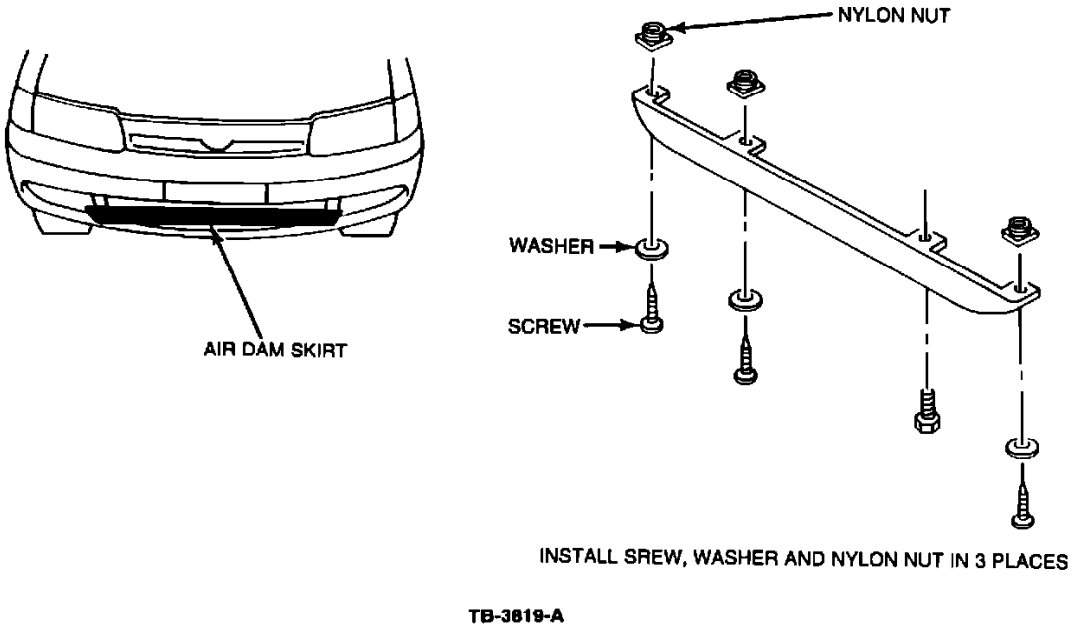

Figure 1
2. Install the air dam skirt by using washers and screws as shown in Figure 1.